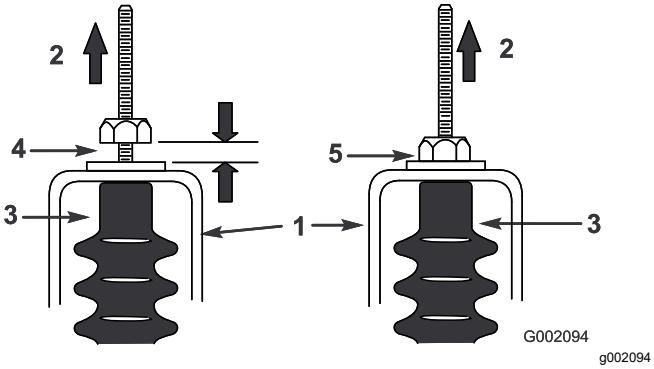

Figur 59
5. Dra alla växelkablar uppåt för att säkerställa ett avstånd på 0,76–1,52 mm mellan muttern/brickan och neutrallägesfästet (Figur 59).